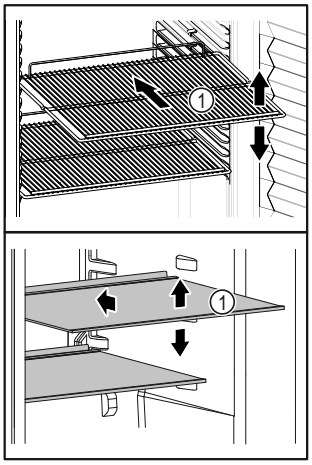

Fig. 59 Voorbeeld
- ❑ Als draagplateaus *Fig. 59 (1)* verstelbaar zijn, kunnen deze in de hoogte worden aangepast.